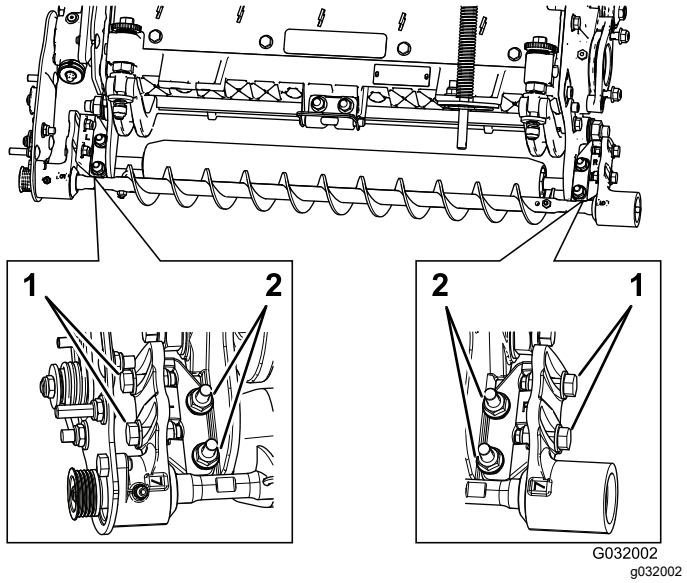

Figure 13
A. Loosen the 2 flange locknuts securing the roller-brush mounting bracket to the cutting-unit side plate (Figure 13).
B. Rotate the roller-brush-bearing housing until the brush plate is parallel to the cutting-unit side plate (Figure 13).
C. Tighten the 2 flange locknuts securing the roller-brush mounting bracket to the cutting-unit side plate (Figure 13).
1. Loosen the 2 bolts securing each roller-brush-bearing housing to the roller-brush mounting bracket (Figure 13).